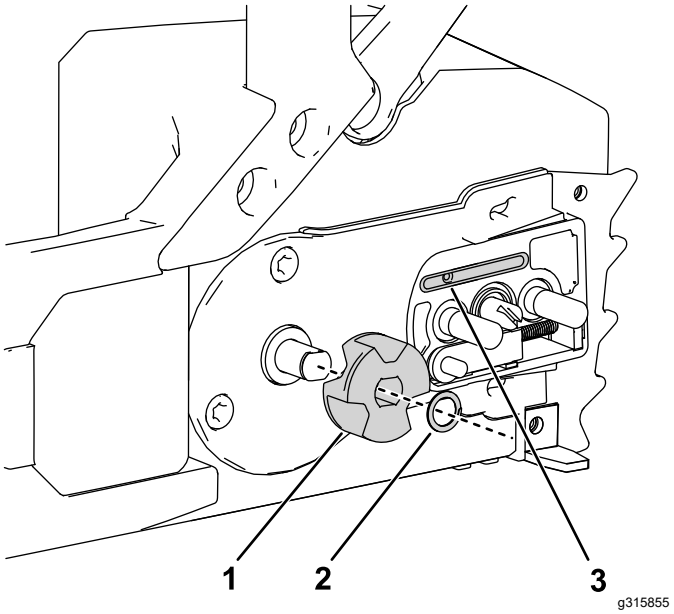

Rysunek 29
5. Zdemontuj z piły łańcuchowej pierścień osadczy i koło napędzające (Rysunek 29).
9. Sprawdź wylot oleju (Rysunek 29) pod kątem zabrudzenia, w razie potrzeby oczyść cały obszar.